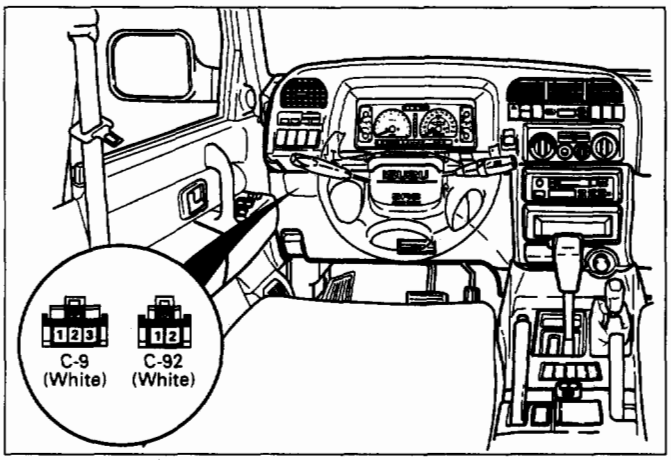

Fig. 7A-8e
(2) After this, the CHECK TRANS Indicator will be OFF for 3.2 second and then will flash each DTC 3 times (Fig. 7A-8f).
① When there are more than 9 flashes this means that the indicator is constantly flashing, OFF for 0.4 seconds, ON for 0.4 seconds. In this case there is no DTC stored in memory.
② When there are less than 9 flashes you will see DTC of 2 digits repeated 3 times each and when all codes have been displayed they are displayed again beginning from the first one.
③ Do not care about the DTC order : if "21" is before "22" it does not matter.
④ Write down all codes numbers and GOTO **DTC CHECK**.
(3) IF CHECK TRANS indicator is not flashing GOTO **"CHECK TRANS" CHECK**.